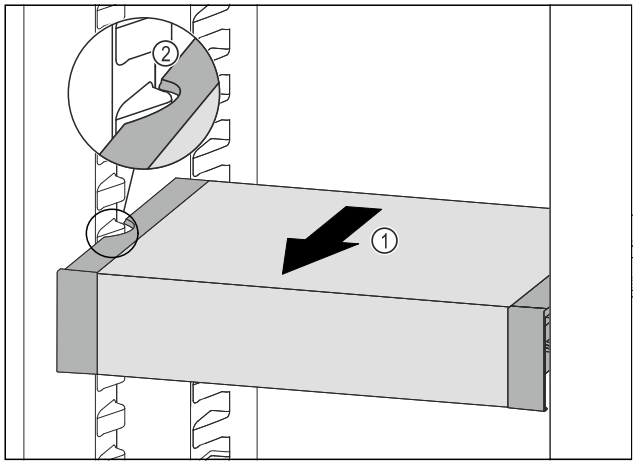

Fig. 116
▶ Trageți în față VarioSafe *Fig. 116 (1)*, până când degajările laterale ale VarioSafe se află la înălțimea nervurii recipientului din frigider. *Fig. 116 (2)*